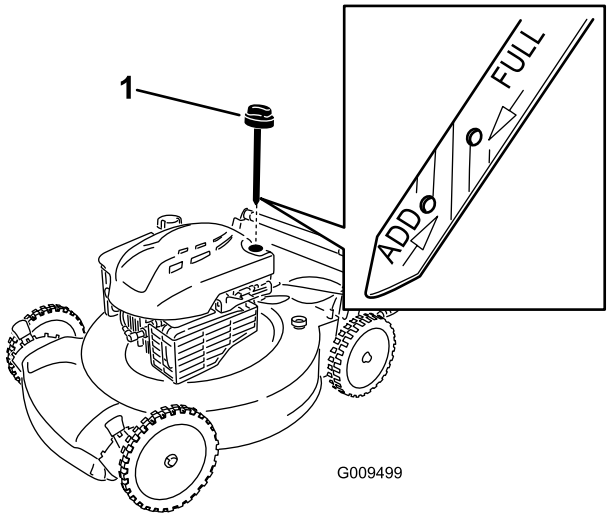

Figur 8
2. Ta ut oljestickan (Figur 8).
5. Ta ut oljestickan och läs av oljenivån, se Figur 8.